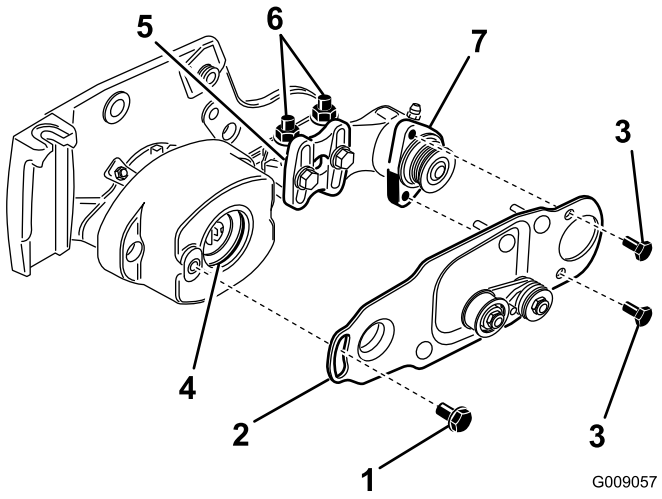

Figuur 11
10. Breng een laagje vet aan op de binnendiameter van de pakkingsring in de lagerbehuizing (Figuur 11).
11. Draai de bouten los waarmee de lagerbehuizing van de rolborstel is bevestigd op de montagebeugel van de rolborstel, maar verwijder de bouten niet (Figuur 11).
12. Monteer de draaiplaat van de rolborstel (Figuur 11).
13. Breng blauwe Loctite 242 aan op de twee bouten (5/16 x 5/8 inch) en gebruik de bouten om de borstelplaat aan de lagerbehuizing van de rolborstel te bevestigen (Figuur 11).
- Draai de twee flensborgmoeren los waarmee de montagebeugel van de rolborstel aan de zijplaat van het maaidek is bevestigd (Figuur 11).
- Draai de lagerbehuizing van de rolborstel tot de borstelplaat evenwijdig is aan de zijplaat van het maaidek (Figuur 11).
- Draai de twee flensborgmoeren vast waarmee de montagebeugel van de rolborstel aan de zijplaat van het maaidek is bevestigd (Figuur 11).
18. Breng blauwe Loctite 242 aan op de borstbout (Figuur 11). Bevestig de borstelplaat aan de behuizing van de rolborstel met de borstbout. (Figuur 11).